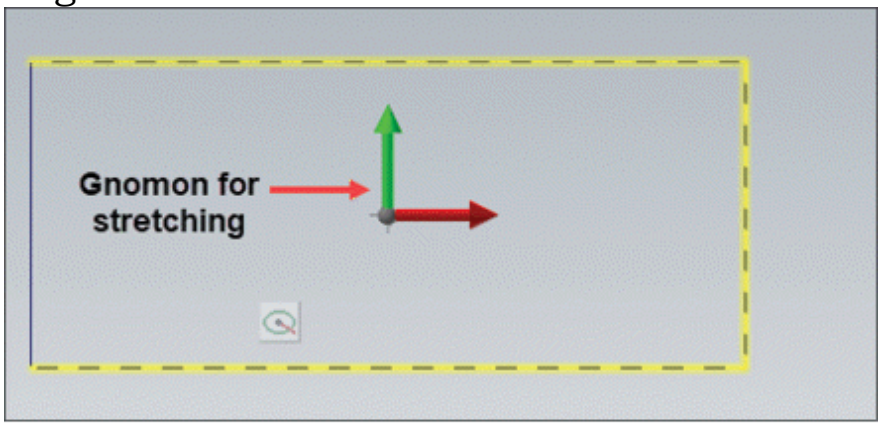

Figure-13. Gnomon handles for stretching
- After selecting the section, click on the **End Selection** button. A gnomon will be displayed on the sketch section; refer to Figure-13.